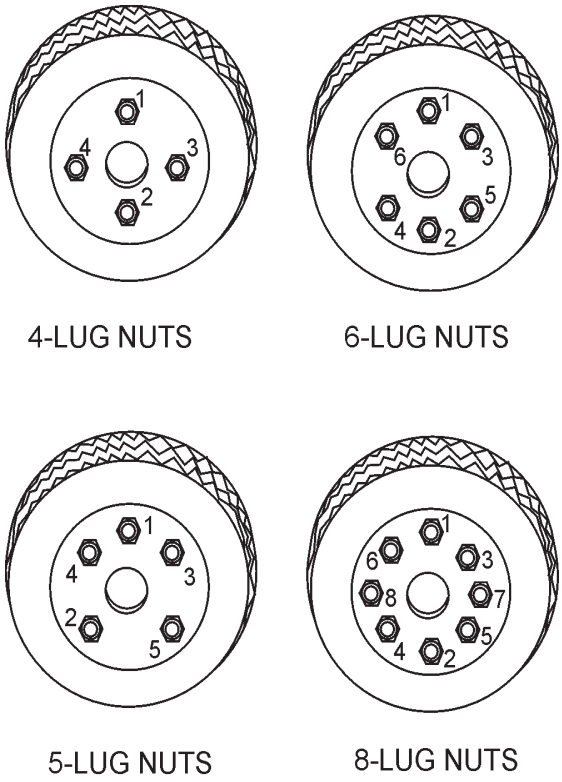

Figure 31. Wheel Lug Nuts Tightening Sequence
2. Torque all lug nuts in sequence. See Figure 31. **DO NOT** torque the wheel lug nuts all the way down. Tighten each lug nut in 3 separate passes as defined by Table 10.